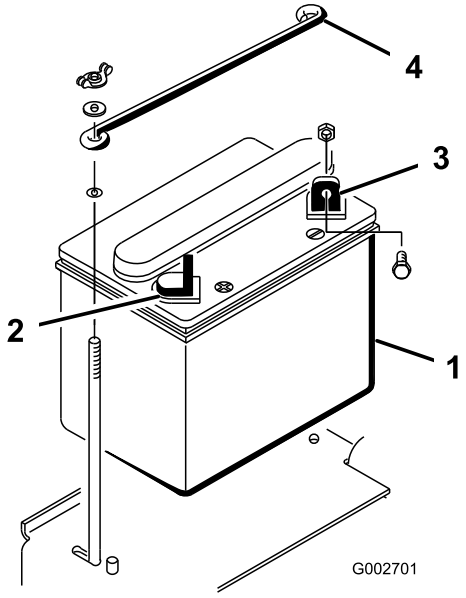

Figur 3
Fjern de (2) vingemøtrikker og skiver, der fastgør øverste batteritilholder til side batteritilholdere (Figur 3). Fjern øverste batteritilholder, og fjern batteri.